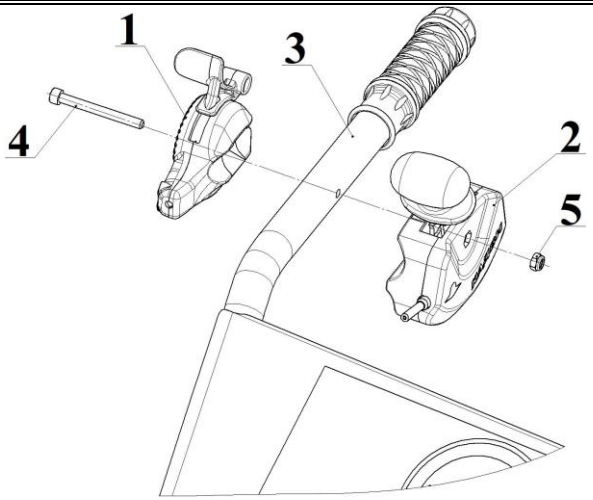
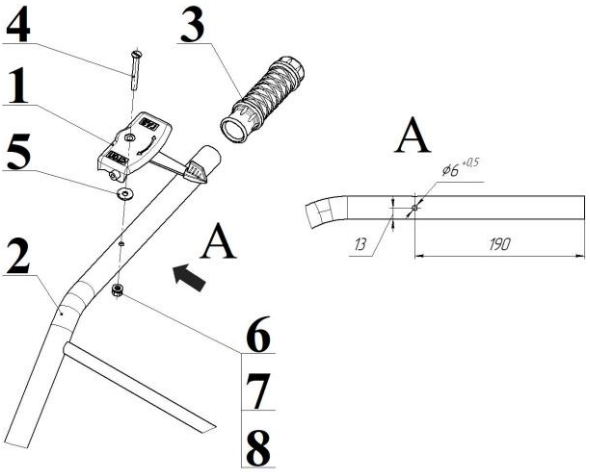

Рисунок 5 – Установка рычага переключения передач
Рисунок 6 – Доработка руля мотоблока старого образца
2.1.12 Установите рычаг переключения передач 2 (рисунок 5), используя крепеж из комплекта поставки. Для правильной установки рычага переключения передач на мотоблок с рулем старого образца может потребоваться доработка (рисунок 6, вид А).